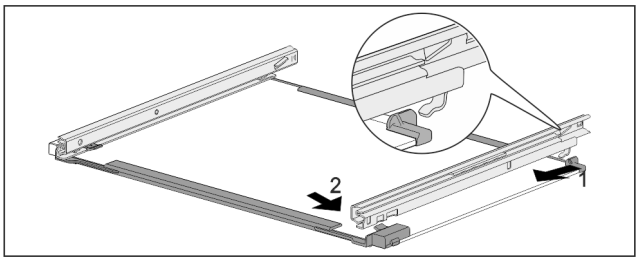

Fig. 206 Glass shelf with rails
▶ Hook in rail at the back. *Fig. 206 (1)*
▶ Hook in rail at the front. *Fig. 206 (2)*